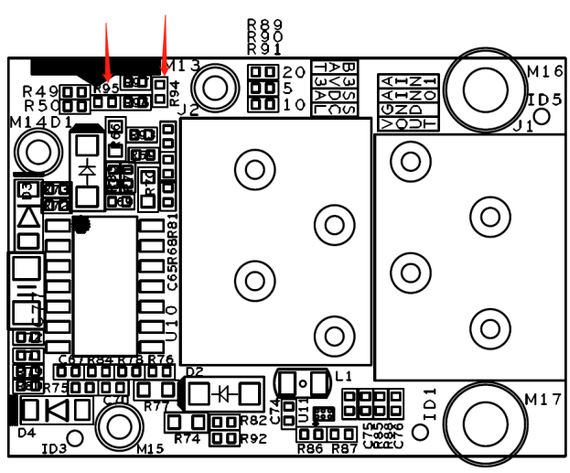

Figure 9: R94 and R95 on RAK5801.
- In RAK5801, remove R94 to R95 resistors, and use PA0 of STM32L151 to read the analog data of the channel “analog0”, and use PA2 of STM32L151 to read the analog data of Channel analog1. **Figure 9** shows the resistors R94 and R95 on the RAK5801 module.
- In RAK5801, remove R94 to R95 resistors (see **Figure 9**), and use PA08 of ATSAMR34 to read the analog data of the channel “analog0”, and use PA09 of ATSAMR34 to read the analog data of Channel analog1.